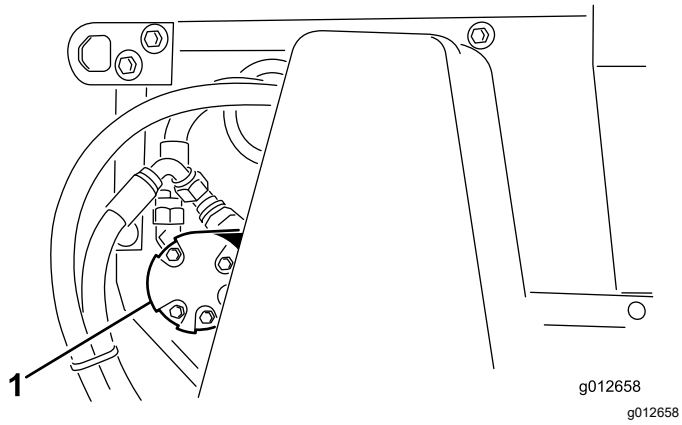

**Figur 41**
2. Lossa muttrarna som fäster borstmotorn (Figur 41) på maskinens vänstra sida.